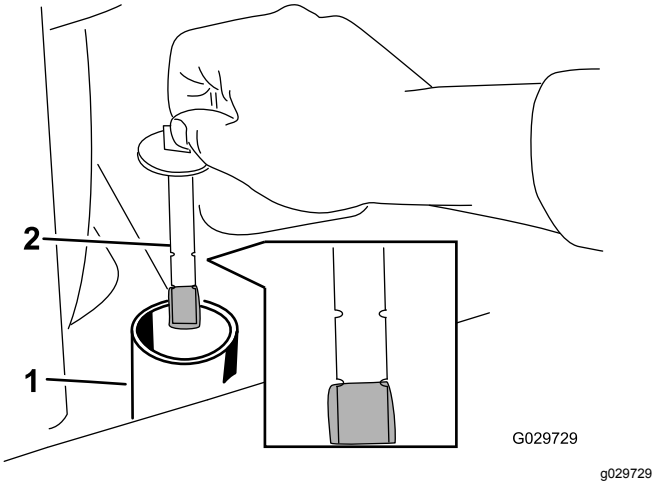

**Figuur 73**
6. Verwijder de dop van de hydraulische tank en de peilstok (Figuur 73).